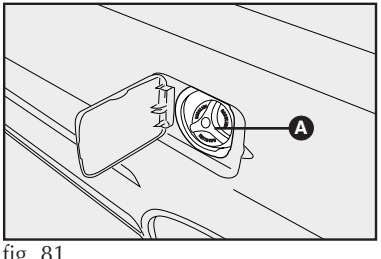

fig. 81
El acceso a la tapa de combustible se logra abriendo la puerta **fig. 81**.
- Gire la llave en sentido antihorario y gire la tapa en el mismo sentido hasta que esta se libere **A-fig. 81**.